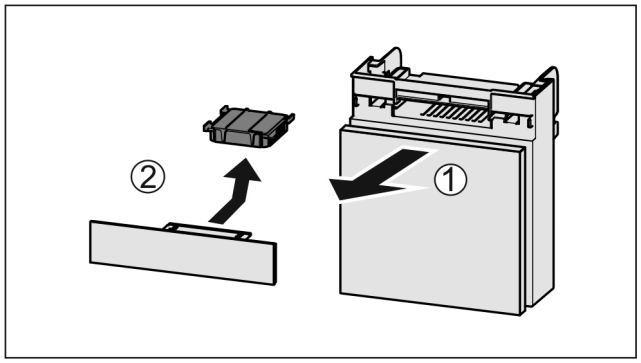

Fig. 142
▶ Extrageți *Fig. 142 (1)* compartimentul către înainte.
▶ Scoateți *Fig. 142 (2)* filtrul de cărbune activ.